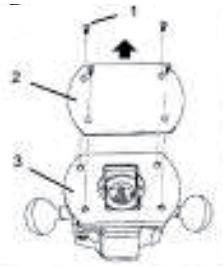

Рис.8
- Открутите 4 винта (1), которыми пластиковая защитная пластина (2) прикреплена к пластине фрезы (3). (рис.8)